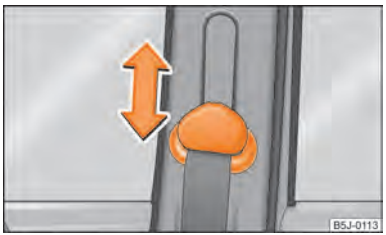

Fig. 100 Sedile anteriore: Regolazione dell'altezza della cintura
– Per la regolazione premere sul rinvio e spingerlo in alto o in basso ⇒ fig. 100.